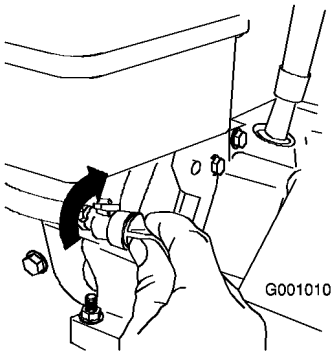

Figur 26
3. Lukk drivstoffavstengningsventilen ved å rotere den med klokken (Figur 26).